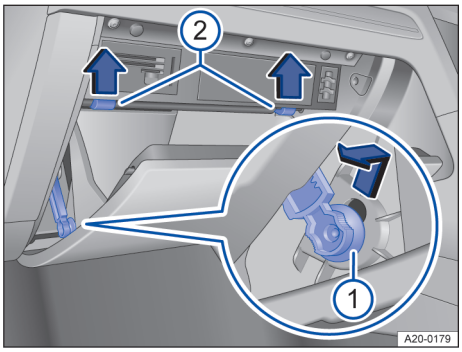

Fig. 179 Cache de la boîte à fusibles dans le tableau de bord : véhicules à direction à droite, côté passager (schéma de principe)
① Élément de freinage
② Ergot de butée
1. Ouvrez la boîte à gants et videz-la si nécessaire → fig. 179.
2. Poussez l'élément de freinage vers le haut dans l'ouverture du support et extrayez-le par le côté → fig. 179 ①.
3. Poussez l'ergot de butée vers le haut dans le sens de la flèche tout en continuant d'ouvrir le rangement → fig. 179 ②.
4. Pour la repose, positionnez le rangement. Insérez l'élément de freinage dans l'ouverture du support et enfoncez-le vers le bas jusqu'à ce qu'il s'encliquette. Poussez le rangement avec précaution vers l'avant au-delà du point de résistance des ergots de butée → fig. 179 ②. ◁